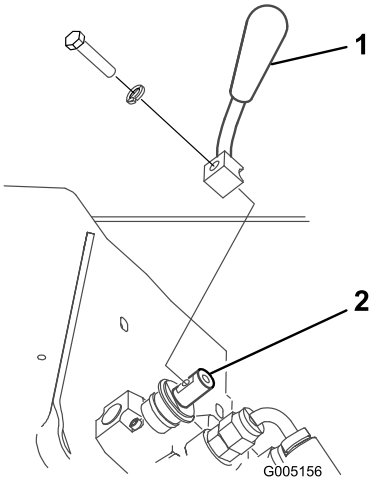

Figure 4
2. Fixez le levier au tiroir sélecteur de vitesses avec le boulon et la rondelle, comme illustré à la Figure 4.